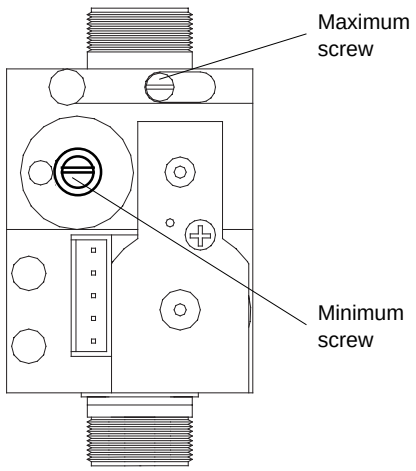

Fig. 34
- Remove the cover, then using a suitable screwdriver, very slowly turn the minimum adjustment screw (see fig. 34) – clockwise to increase, counter clockwise to decrease – until the correct value is displayed on the CO_2 analyser (allow time for the analyser to stabilise).
- Using a suitable screwdriver, very slowly turn the maximum adjustment screw (see fig. 34) – clockwise to increase, counter clockwise to decrease – until the correct value is displayed on the CO_2 analyser (allow time for the analyser to stabilise).